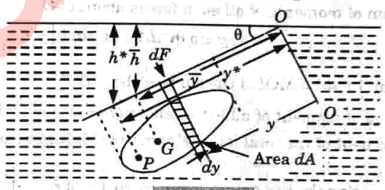

Fig. 1.24.3.
1. As shown in Fig. 1.24.3, consider a plane surface of an arbitrary shape immersed in a liquid in such a way that the plane of the surface makes an angle θ with the free surface of the liquid.
8. As clear from the Fig. 1.24.3,